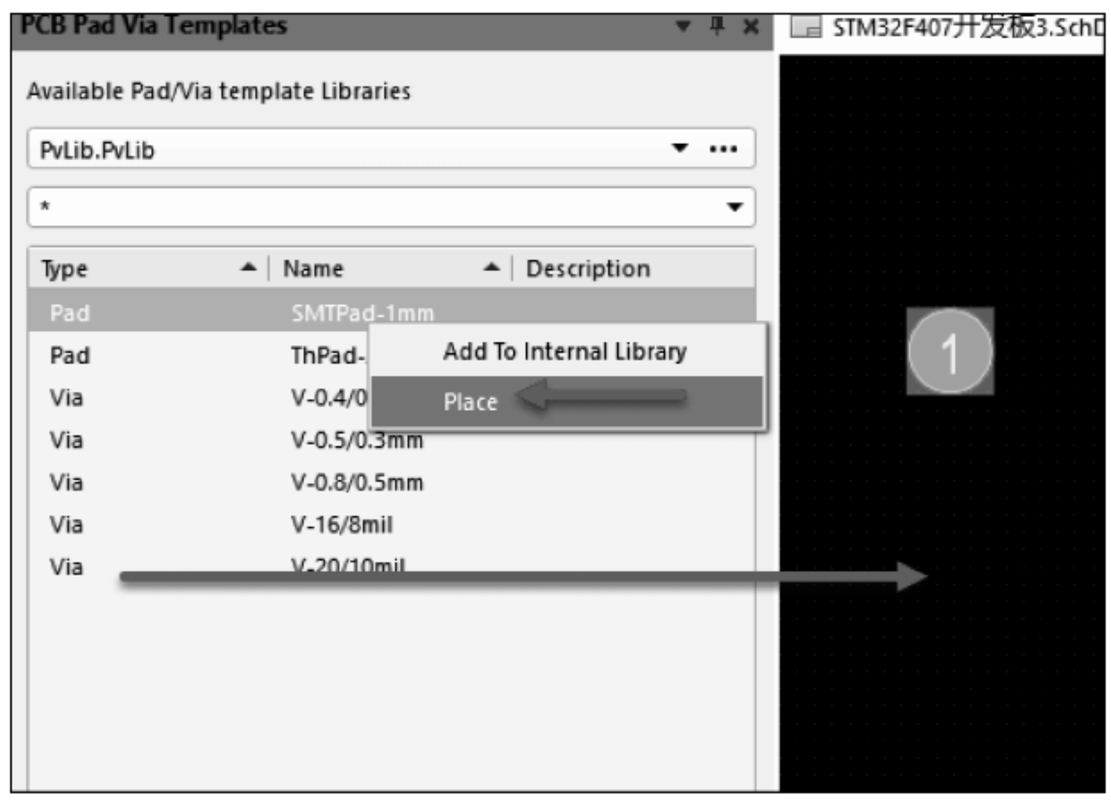

图 1-290　放置焊盘/过孔模板
(5) 放置焊盘/过孔模板。在 PCB Pad Via Templates 面板中可放置前面添加的焊盘过孔模板,可以直接拖动焊盘或过孔模板放置在 PCB 中,也可以右击,从弹出的快捷菜单中执行 Place 命令放置,如图 1-290 所示。